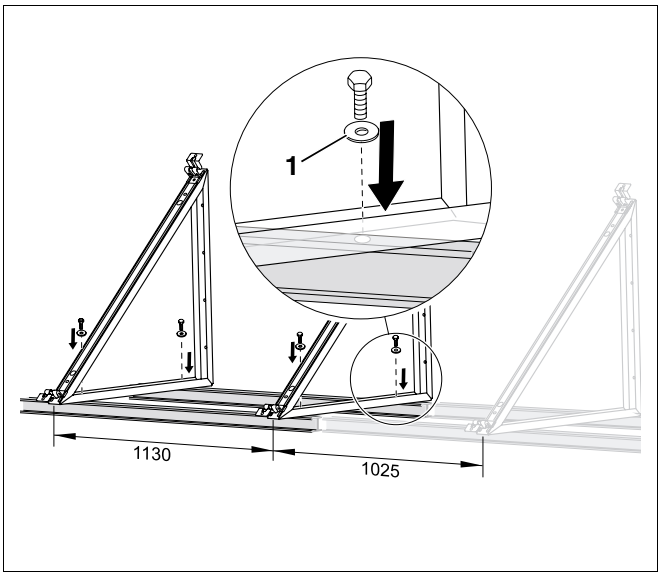

Afb. 47 Staander voor plat dak 45° naast elkaar op een onderconstructie monteren (maten in mm)
- Gebruik voor het bevestigen van de collectorsteunen enkel vulringen (afb. 47, **pos. 1**, pagina 42) volgens DIN 9021 (3 × diameter van de schroeven = buitendiameter van de vulring).
- Monteer de twee collectorsteunen 45° (voor een collector, afb. 47) op een afstand van 1130 mm naast elkaar. De schroeven en de vulringen moeten ter plaatste aangebracht worden.